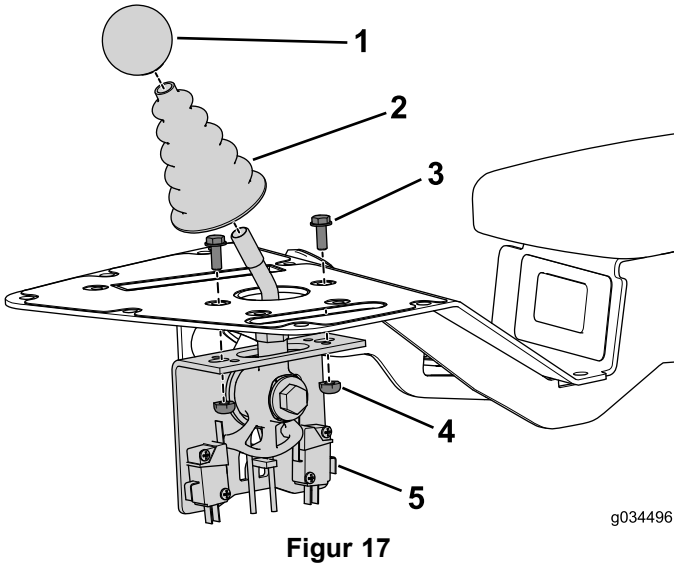

Figur 17
1. Använd de två skruvarna (nr 10 x 1/2 tum) och låsmuttrarna för att fästa styrspaksenheten vid konsolen (Figur 17).